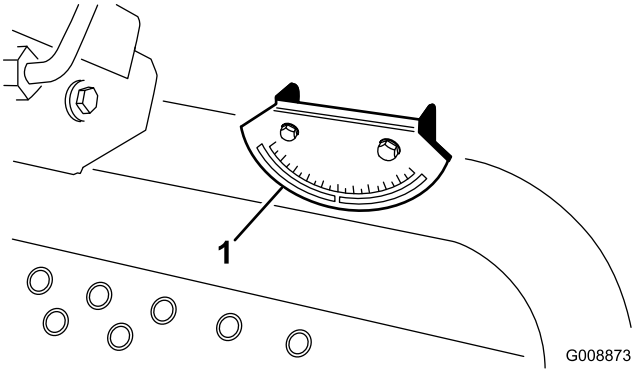

**Figur 6**
2. Kontroller, at maskinen er i plan position ved at sætte en håndholdt hældningsmåler (følger med maskinen) på tværvangen ved brændstoftanken (Figur 6). Der skal stå nul grader på hældningsmåleren, når den ses fra operatørens position.